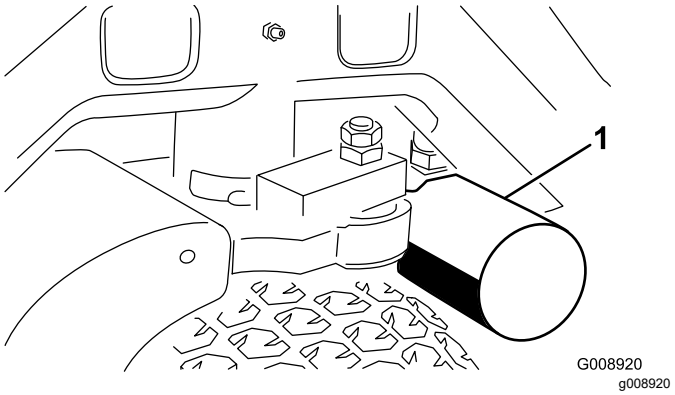
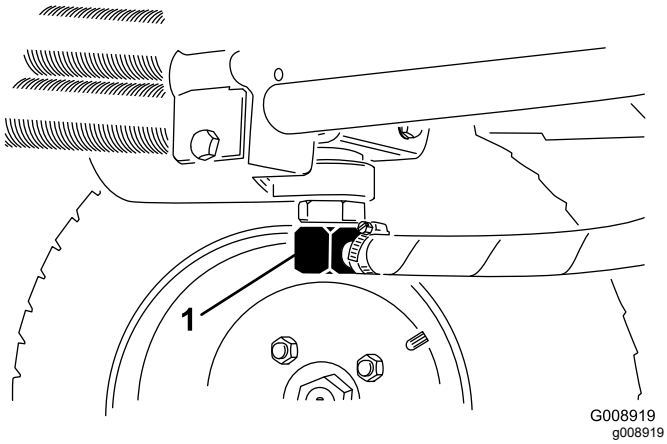

Figur 58
Figur 59
3. Rengjør området der filteret skal festes. Plasser et tappefat under filteret (Figur 58), og ta ut filteret.
2. Koble fra hydraulikkledningen (Figur 59) eller fjern det hydrauliske filteret, (Figur 58) og la den hydrauliske væsken renne ned i et oppsamlingsfat. Installer hydraulikkledningen når den hydrauliske oljen slutter å renne.